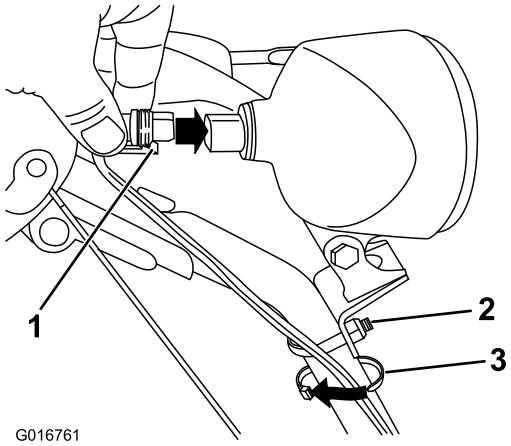

Figur 17
1. Før ledningskonnektoren inn på den løse enden av ledningen og rett inn på baksiden av frontlykten til den er godt festet (Figur 17).
Merk: Påse at plastklemmen på ledningskonnektoren er nederst (Figur 17).
2. Fest et kabelfeste (fra posen med løse deler) rundt ledningen og håndtaket omtrent 2,5 cm nedenfor U-bolt (Figur 17).